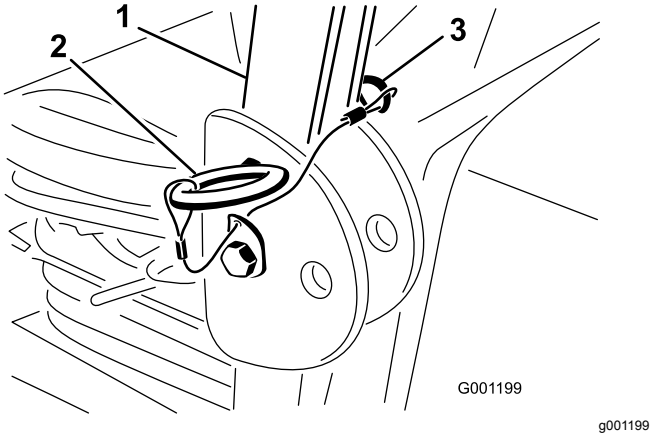

Figur 8
1. Fjern splitterne og de 2 pinde fra styrtbøjlen (Figur 8).
2. Hæv styrtbøjlen til oprejst position, monter de 2 pinde, og fastgør dem med låseclipsene (Figur 8).